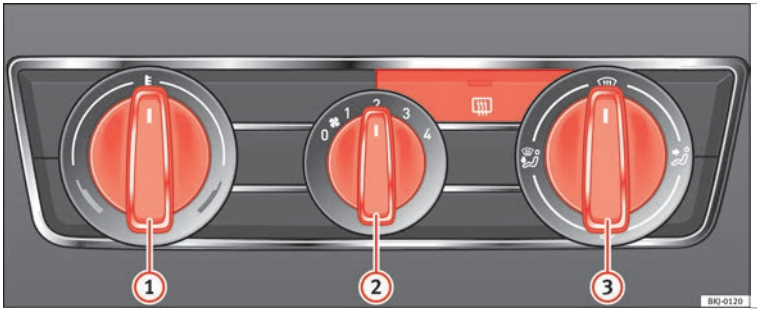

Fig. 172 Heating controls on the dash panel.
- Turn the temperature selector ››› Fig. 172 ① anti-clockwise. »
- Turn blower switch (2) to any of the levels 1-4.
- Set the airflow to the desired direction using air distribution control (3).
››› Fig. 172 (1) clockwise to select the required temperature.
››› Fig. 172 (1) clockwise to reach the maximum temperature.
- Turn the blower switch (2) to level 4.
››› Fig. 172 (1) to the heating zone.
- Turn blower switch (2) to any of the levels 2-3.